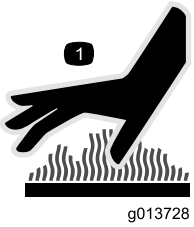

Rysunek 3
- Nigdy nie dotykaj gorącego silnika ani tłumika (Rysunek 3).